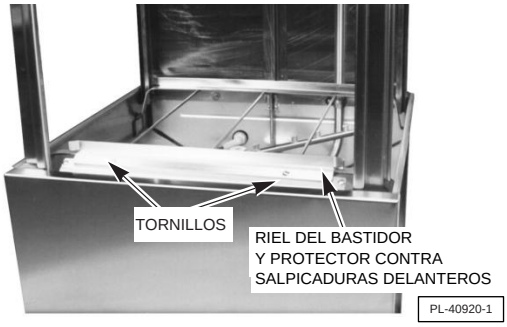

**Fig. 1**
1. Extraiga los dos tornillos que fijan el riel del bastidor y el protector contra salpicaduras delanteros (Fig. 1) y extraiga el riel del bastidor y el protector contra salpicaduras delanteros. Vuelva a ensamblar el riel del bastidor y el protector contra salpicaduras. Para ello, vuelva a colocar los dos tornillos y las dos tuercas en los mismos orificios de montaje de donde se extrajeron.